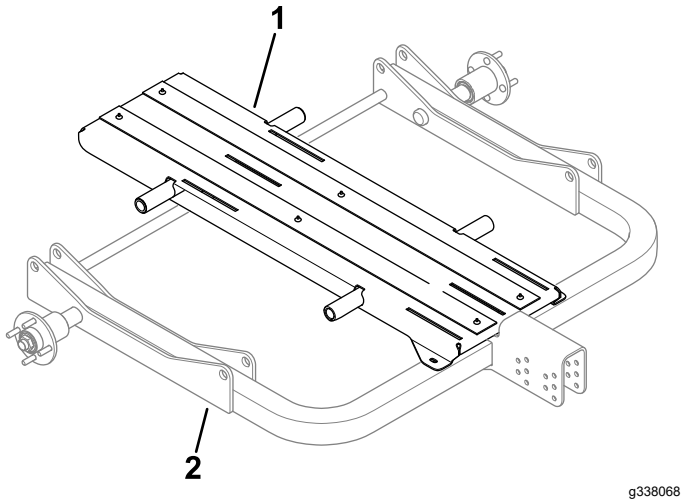

**Figuur 18**
1. Plaats de middelste steun op het hoofdframe (zie Figuur 18).